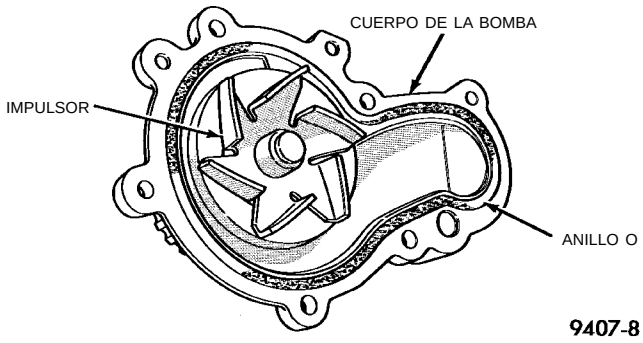

Fig. 15 Cuerpo de la bomba de agua
(1) Instale una junta de anillo O nueva en la acanaladura del cuerpo de la bomba de agua (Fig. 15). Utilice pequeños puntos de Sellante adhesivo de caucho siliconado Mopar alrededor del cuerpo de la bomba de agua para asegurar el anillo O en su posición durante la instalación.